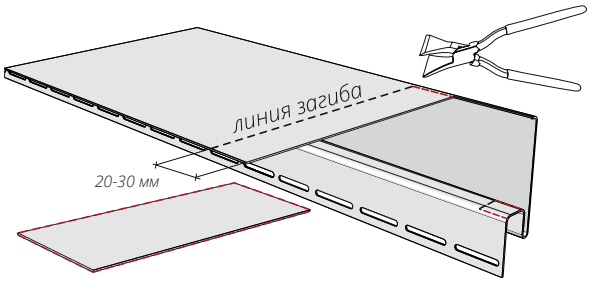

Рисунок 53
**15.8** Подогните лепестки (рис. 53, 54) используя клещи под угол 90°.